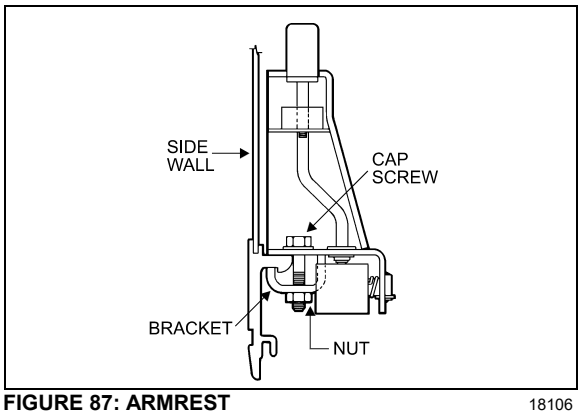

FIGURE 87: ARMREST 18106
4. Remove 2 cap screws, nuts, and washers holding seat frame to side wall and retain the 2 holding brackets. See Figure 87.